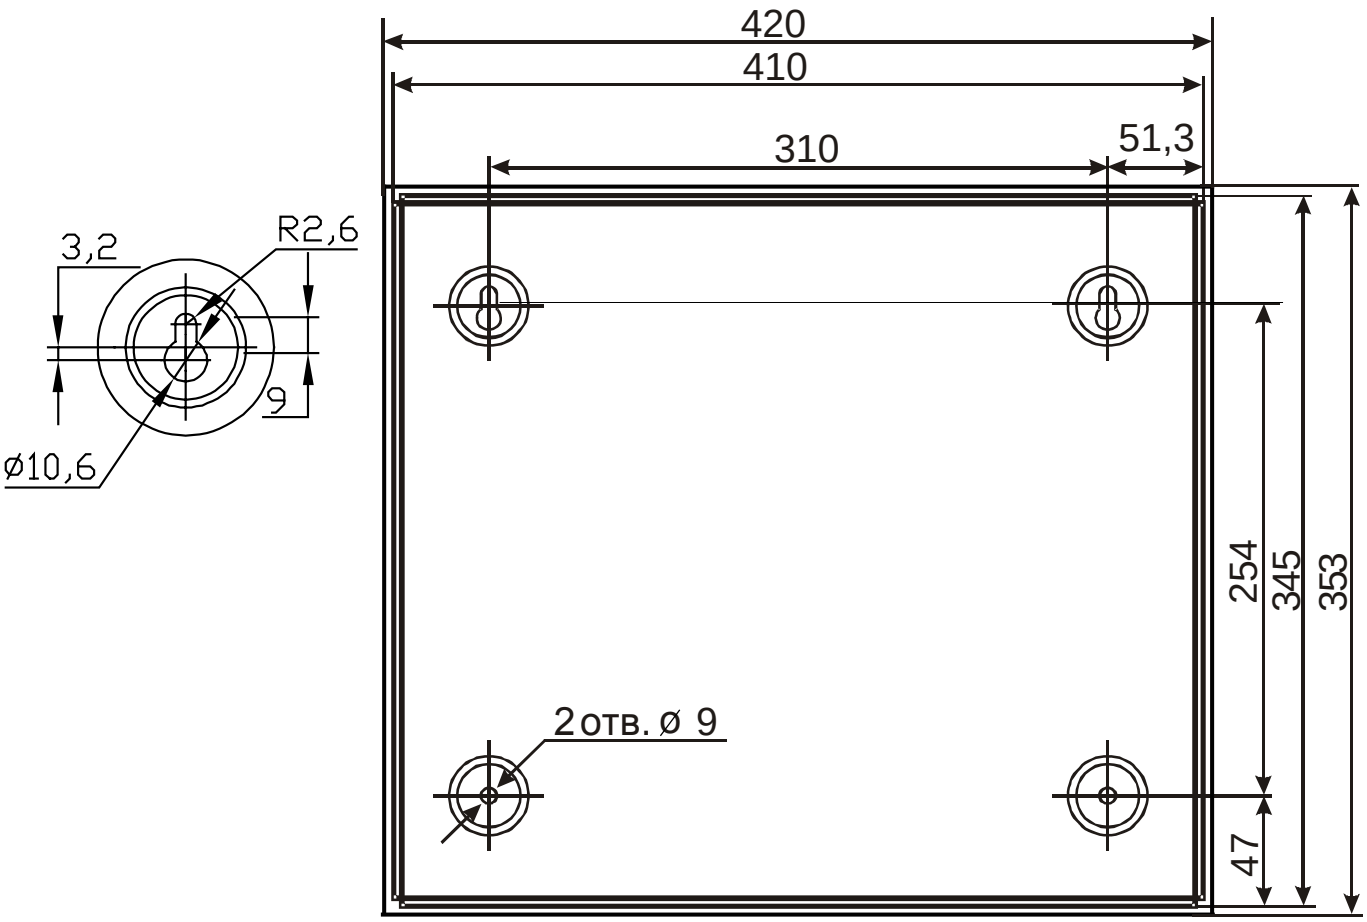

Рис. 6 Присоединительные размеры ИБП
6.4.1 На месте установки ИБП крепится к стене или другим конструкциям в вертикальном положении. При установке необходимо следить за тем, чтобы не были закрыты вентиляционные отверстия другими устройствами или блоками. Присоединительные размеры ИБП приведены на Рис. 6.